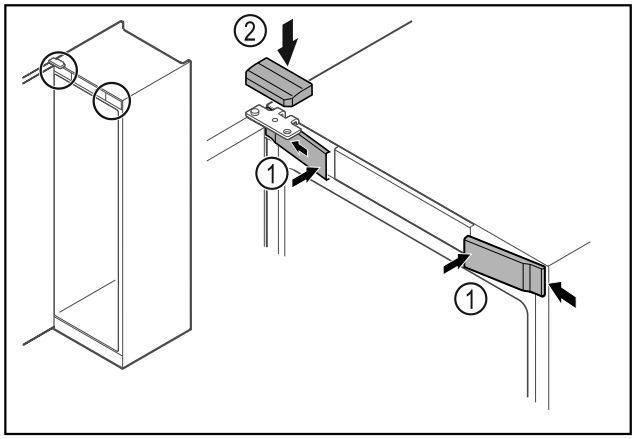

Fig. 24
- ▶ Передні кришки *Fig. 24 (1)* зачепити збоку та зафіксувати.
- ▶ Зафіксуйте верхню кришку *Fig. 24 (2)* зверху.